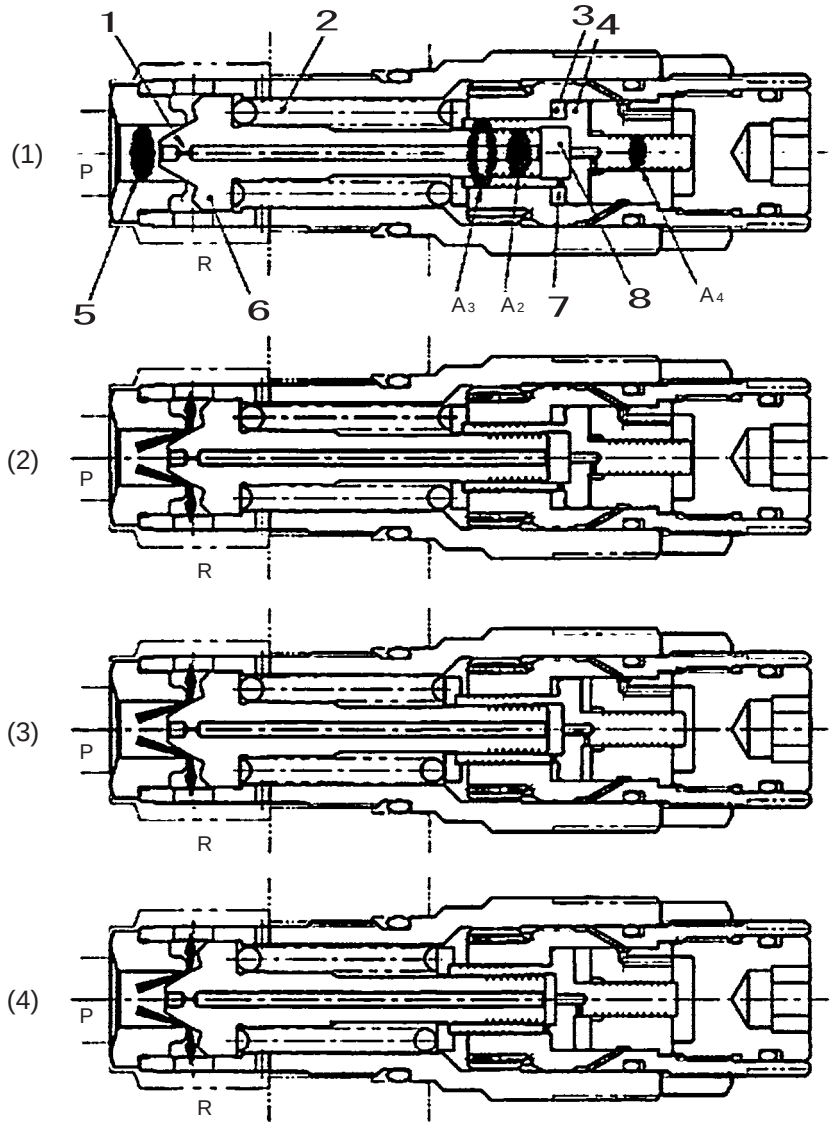

Figure 4 Relief valve operation explanation diagram
The P and R ports are at the tank pressure at first and go into the states in Figure 4 - (1).
This process is explained below in terms of the relationship between the movement state of the parts in Figures 4 - (2) through (4) and the relief pressure.
1) State shown in Figure 4 - (2)
2) State shown in Figure 4 - (3)
3) State shown in Figure 4 - (4)
When the pressurization of the P port ends, the P port pressure and the g chamber pressure fall together to the tank pressure. Through this, the plunger (301) which was open, moves to the left and seats in the seat (401). At the same time, the piston (302) also is moved to the right by the spring (321) and returns to the state in Figure 4 - (1).